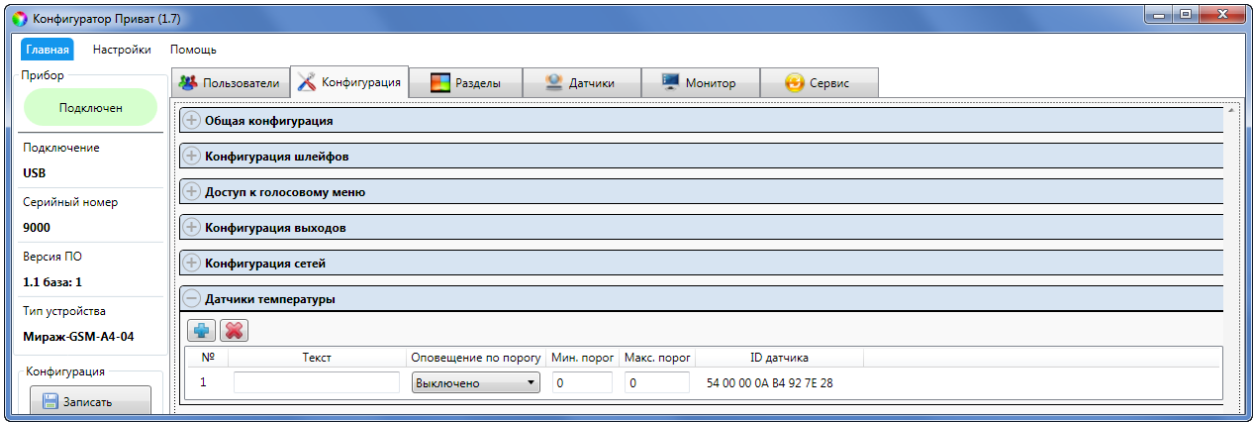

Рисунок 7.29 — Блок *Датчики температуры*
- Нажмите кнопку в блоке Датчики температуры (см. рисунок 7.29).